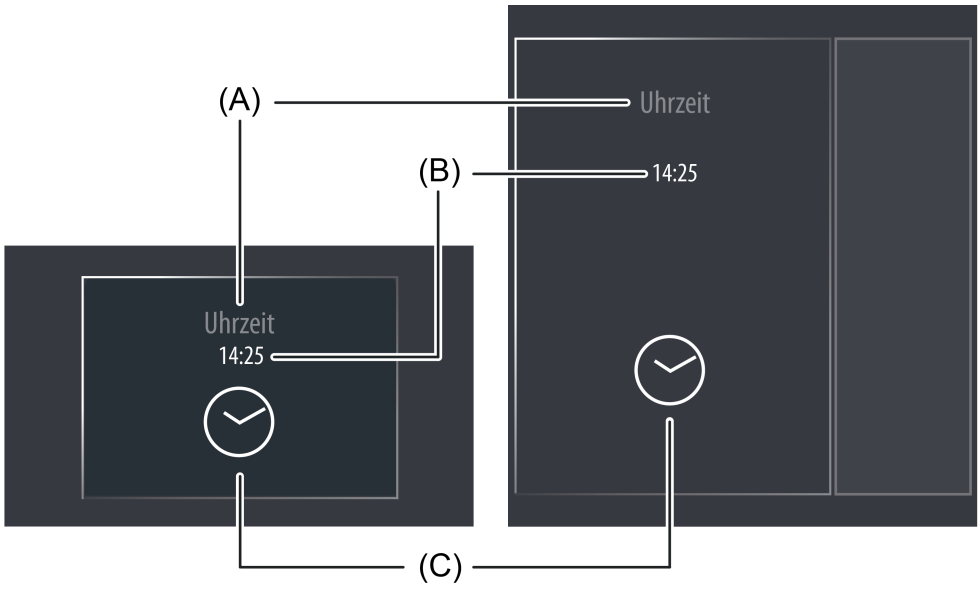

Bild 46: Beispiel für ein Anzeigeelement der Funktion "KNX Uhrzeit"
Der Anzeigebereich enthält verschiedene Darstellungselemente (Bild 46), die durch Parameter beeinflusst werden. Jeder KNX Funktion kann in der Konfigurationssoftware eine Bezeichnung vergeben werden (A). Diese Text-Bezeichnung wird im Anzeigeelement zentriert zur Anzeige gebracht, wodurch steuerbare KNX Funktionen für den Anwender kenntlich gemacht werden (z. B. "Uhrzeit"). Die Anzeige der Uhrzeit (B) erfolgt darunter. Der Parameter "Anzeigeformat Uhrzeit" definiert die Formatierung des Darstellungselements und erlaubt die Anpassung der Zeitanzeige an internationale Systeme.